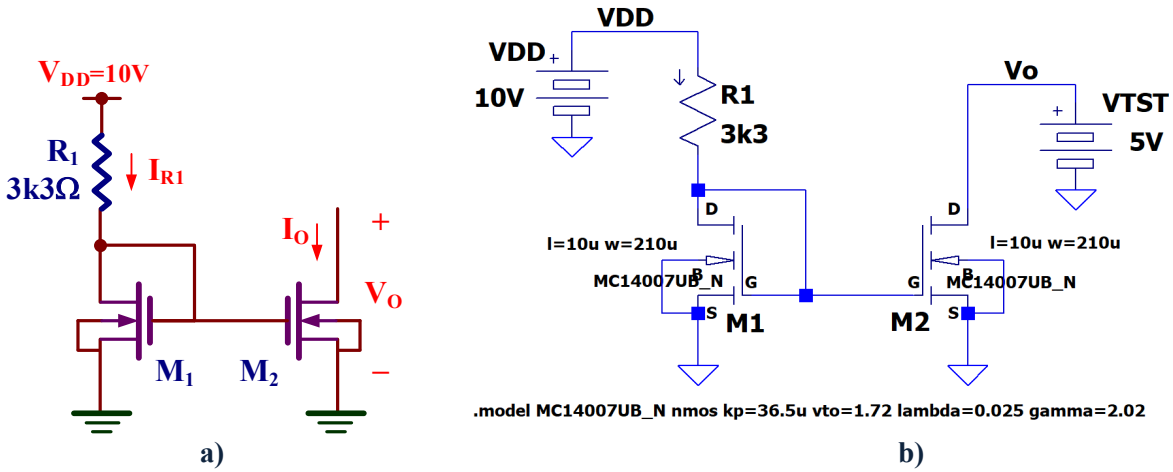

Figura IX.1. *Espejo de corriente simple NMOS:* ***a)*** *Esquema;* ***b)*** *Edición con LTspice.*
A) Editar con LTspice el esquemático de la fuente de corriente NMOS de la figura IX.1.